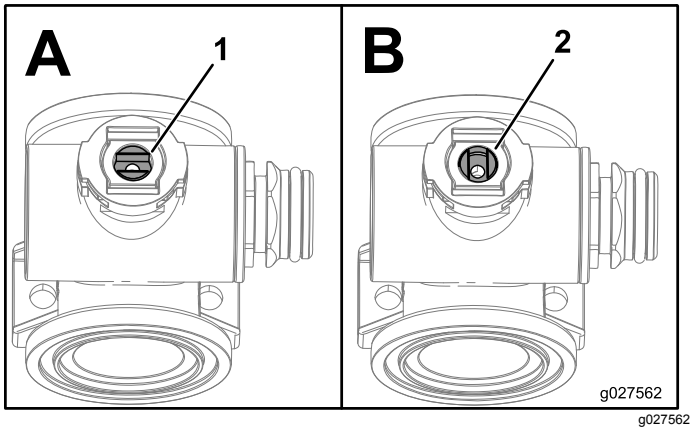

**Рисунок 111**
1. Расположите шток клапана таким образом, чтобы он был в закрытом положении (Рисунок 111 B).
3. Поверните шток клапана таким образом, чтобы шарик был в положении ОТКРЫТО (Рисунок 111 A).
7. Расположите шток клапана в сборе таким образом, чтобы клапан был закрыт (Рисунок 111).